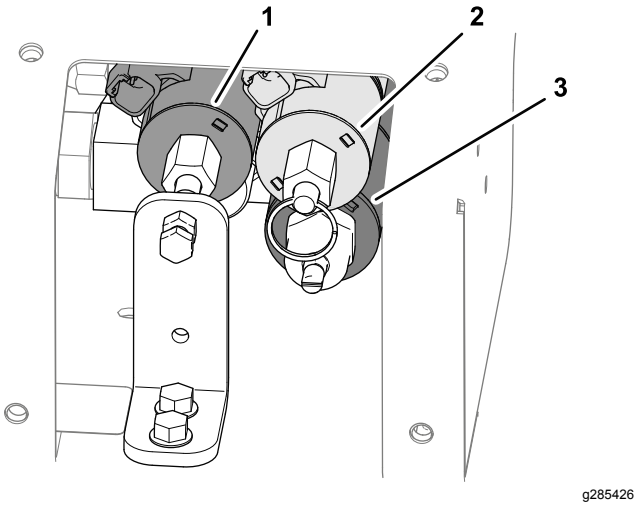

Figur 29
3. Lokalisera de tre reglerventilerna (Figur 29).